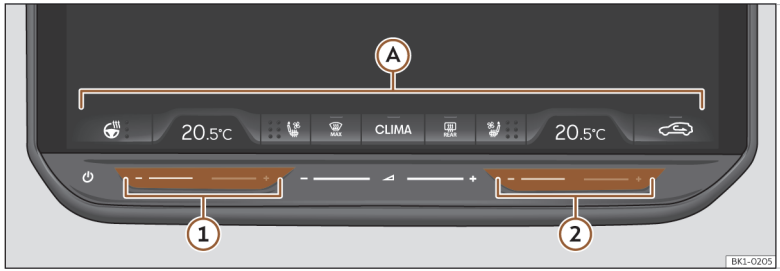

Abb. 109 Schematische Darstellung: Klimatisierungsfunktionen.
Feste Leiste im unteren Bereich des Bildschirms des Infotainment-Systems ››› **(Abb. 109)** Ⓐ, in dem die folgenden Klimatisierungsfunktionen enthalten sind:
Temperatur Durch Drücken auf die gleichen Zahlen öffnet sich ein Pop-up-Fenster, in dem die Temperaturen mit Hilfe der Symbole ⊕ oder ⊖ eingestellt werden können. **ODER**: Über die Tastbereiche ① und ② (blau/rot) kann die Temperatur der Klimaanlage eingestellt werden ››› **(Abb. 109)**.
SYNC Synchronisiert die Temperatureinstellungen der Fahrerseite für die Beifahrerseite und/oder die hinteren Sitzplätze. Betätigen Sie die Temperaturregelung der Beifahrerseite ››› **(Abb. 109)** ② und/oder der hinteren Sitzplätze, um eine andere Temperatur einzustellen.
- Klicken Sie auf das Symbol der **Klimazeile** ››› **(Abb. 109)**.
- Durch gleichzeitiges Drücken mit zwei Fingern auf die taktilen Bereiche 1 (1) (für Fahrer) und (2) (für Beifahrer) ››› **(Abb. 109)**.